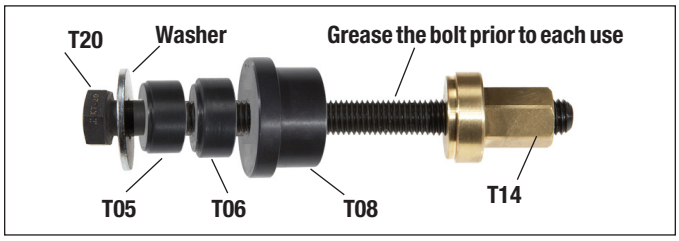
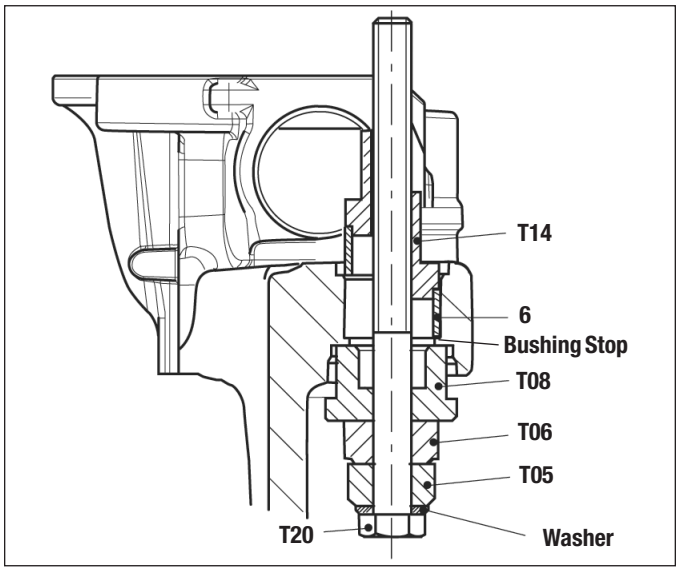

Figure 80 – Short Guide Pin Bushing Installation Tool
Figure 81 – Guide Pin Bushing Installation
5.6.27 Use the tool combination *shown in Figure 80* to draw the bushing (6) into the caliper. *Also see Figure 81*, to see the orientation (with tool T14 at the top). Hand tighten the nut (T14) into position. Then tighten the bolt (T20) using a box end wrench or socket to draw the bushing (6) into the caliper until the bushing (6) contacts the machined step in the bore. Remove the tool.